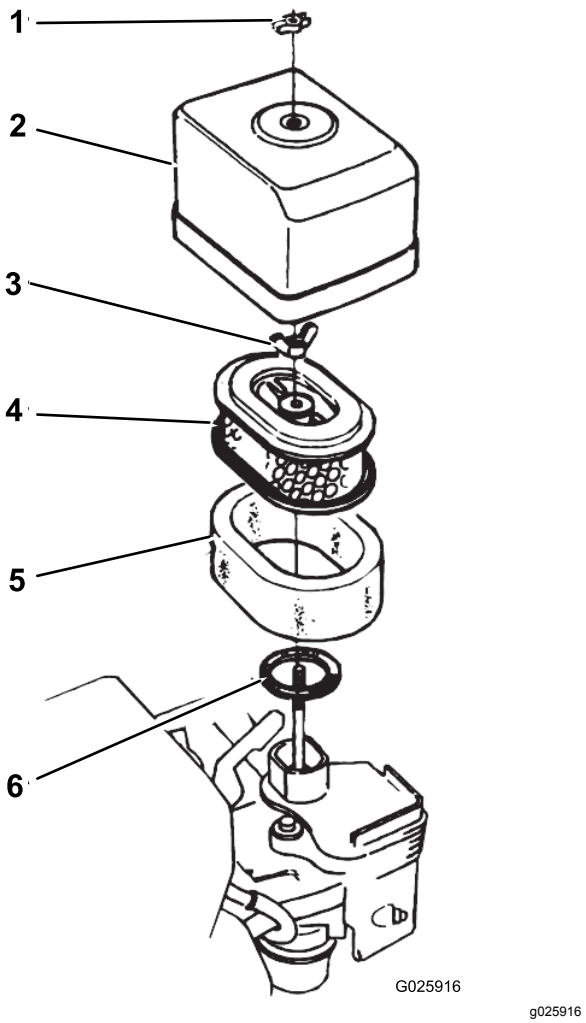

Figura 30
2. Togliete il dado ad alette che fissa il relativo coperchio al filtro dell'aria e rimuovete il coperchio (Figura 30).
5. Montate il coperchio del filtro dell'aria sul relativo filtro con il dado ad alette (Figura 30).
1. Togliete il dado ad alette che fissa il relativo coperchio al filtro dell'aria e rimuovete il coperchio (Figura 30).
2. Togliete il dado ad alette dal filtro dell'aria e rimuovete il filtro (Figura 30).
3. Rimuovete l'elemento del filtro dell'aria in schiuma sintetica dall'elemento di carta (Figura 30).
1. Montate l'elemento del filtro dell'aria in schiuma sintetica sull'elemento di carta (Figura 30).
2. Ispezionate la guarnizione per escludere usura e danni (Figura 30).
3. Assicuratevi che la guarnizione sia posizionata nell'ingresso dell'aria per il carburatore (Figura 30).
4. Montate gli elementi del filtro dell'aria nel carburatore con il dado ad alette (Figura 30).
5. Montate il coperchio del filtro dell'aria nel carburatore con l'altro dado ad alette (Figura 30).